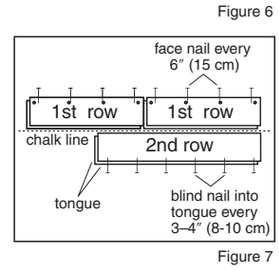

Figure 7
- Use the longest, straightest boards available for the first two rows. For random and alternate width products, use the widest plank for the first row. Align tongue of first row on chalk line. The groove should be facing the starting wall. Pre-drill 1/2˝ (13 mm) from back (groove) edge, 1˝-2˝ (2.5-5 cm) from each end, and at 6˝ (15 cm) intervals when possible (Figure 7). Fasten using 4 or 6d finishing nails or 1˝ (2.5 cm) pneumatic finish nails/brads. Countersink the nails.